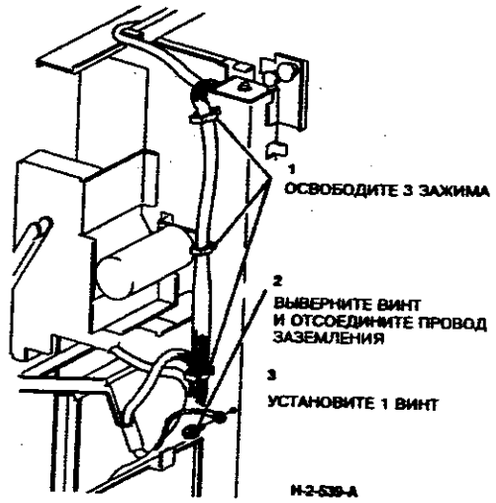

**Рисунок 7. Сместите жгут проводов**
9. (Рисунок 7) Сдвиньте жгут проводов.
*ПРИМЕЧАНИЕ: (Рисунок 7) Заземляющий винт устанавливается для сохранности проводов.*